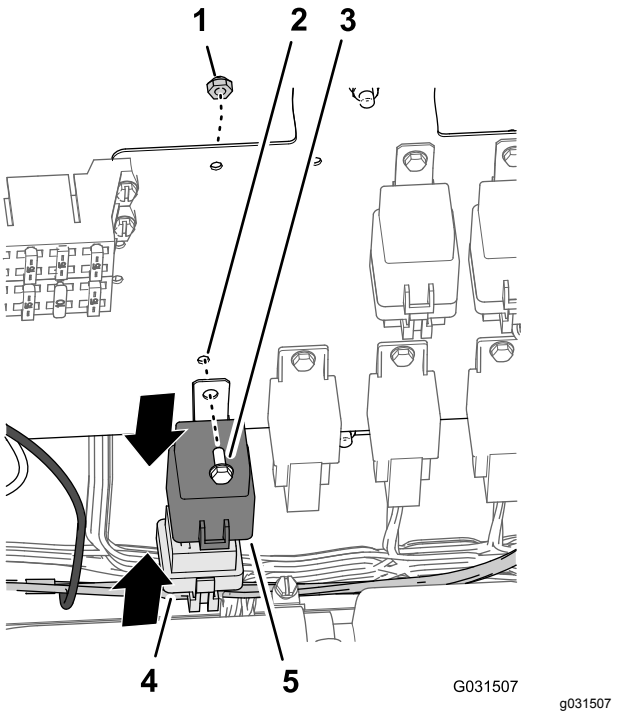

Figur 201
1. Ved ledningssatsens 197 cm lange motorromsforgreningen innretter du reléet med kontakten med fem sokler som er på ledningssatsen for finishingsettet (Figur 201).
2. Sett inn pinnene på reléet i soklene på kontakten (Figur 201).
3. Innrett hullene i monteringstappen på reléet med hullet i ledningspanelet (Figur 201).
4. Fest reléet til panelet (Figur 201) med flenshodebolten (nr. 10 x 1/2 tomme) og låsemutter (nr. 10).